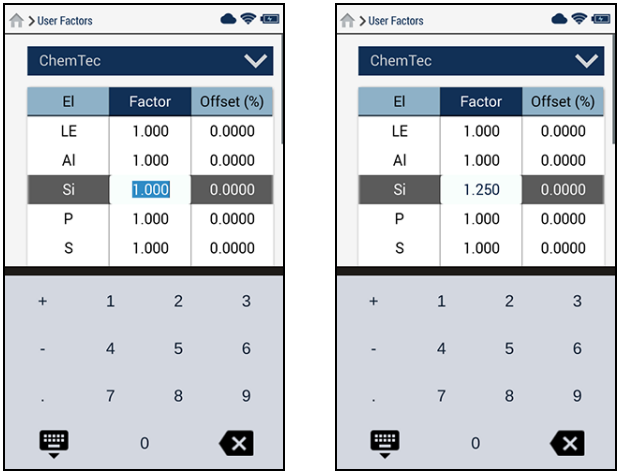

Рис. 2-18 Выбранное (слева) и отредактированное (справа) значение
1. Дважды щелкните на **Фактор** или **Смещение** (см. Рис. 2-18 на стр. 32).